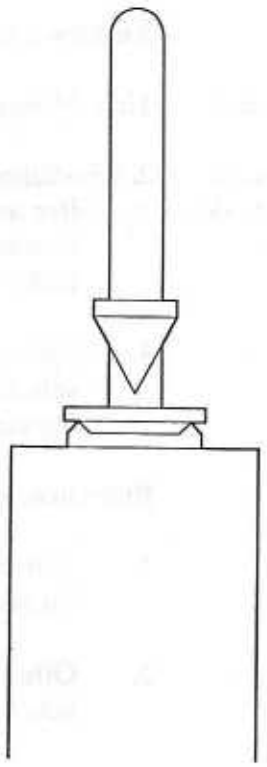

Bild 54
4. Stellen Sie die Probenplattform so auf den Probenträger, daß ihre beiden Auflagekanten gleichen Abstand zur Meßfühlerkante haben und parallel zu ihr sind (s. Abb. 54).